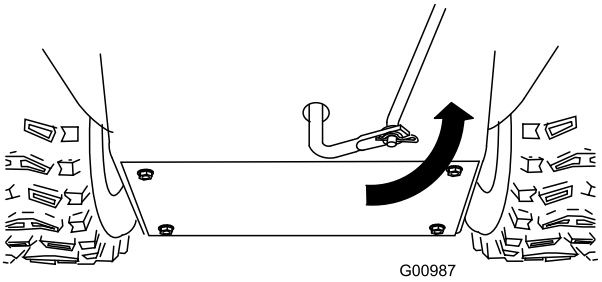

**Figure 12**
5. Rotate the lower link arm fully upward (counterclockwise) (Figure 12).